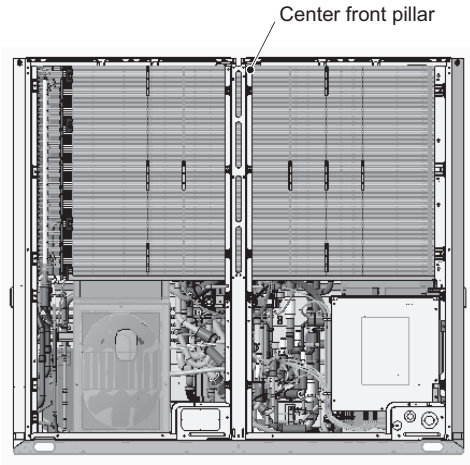

Figure 19
(18) Remove the center front pillar by unscrewing the 4 screws. (See Figure 19.)
To remove the right rear heat exchanger, unscrew the 9 screws from the right side of the right front pillar and from the front of the center rear pillar. (See Figures 19 and 20.)